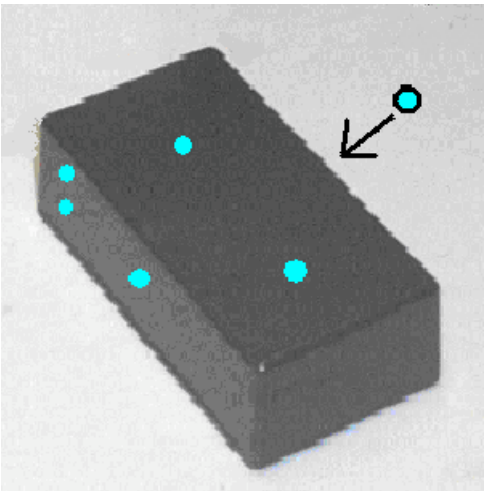

**Figure 30:** Control Box hole locations
1. Using the marker, mark the locations of the holes on your control box, as shown (approximately) in Figure 30 below. Make sure holes are at least _” **away from edges** to allow switches to fit inside. There should be one in the center of the back for the power to come in, one in the center of the front for the tether cable to go out, two on the right hand side of the front for the vertical thruster controls, and two on top for the horizontal thruster controls. Make sure that the holes for the vertical thrusters leave enough room for the switches against the sides of the box. Ask your teacher if you are unsure.